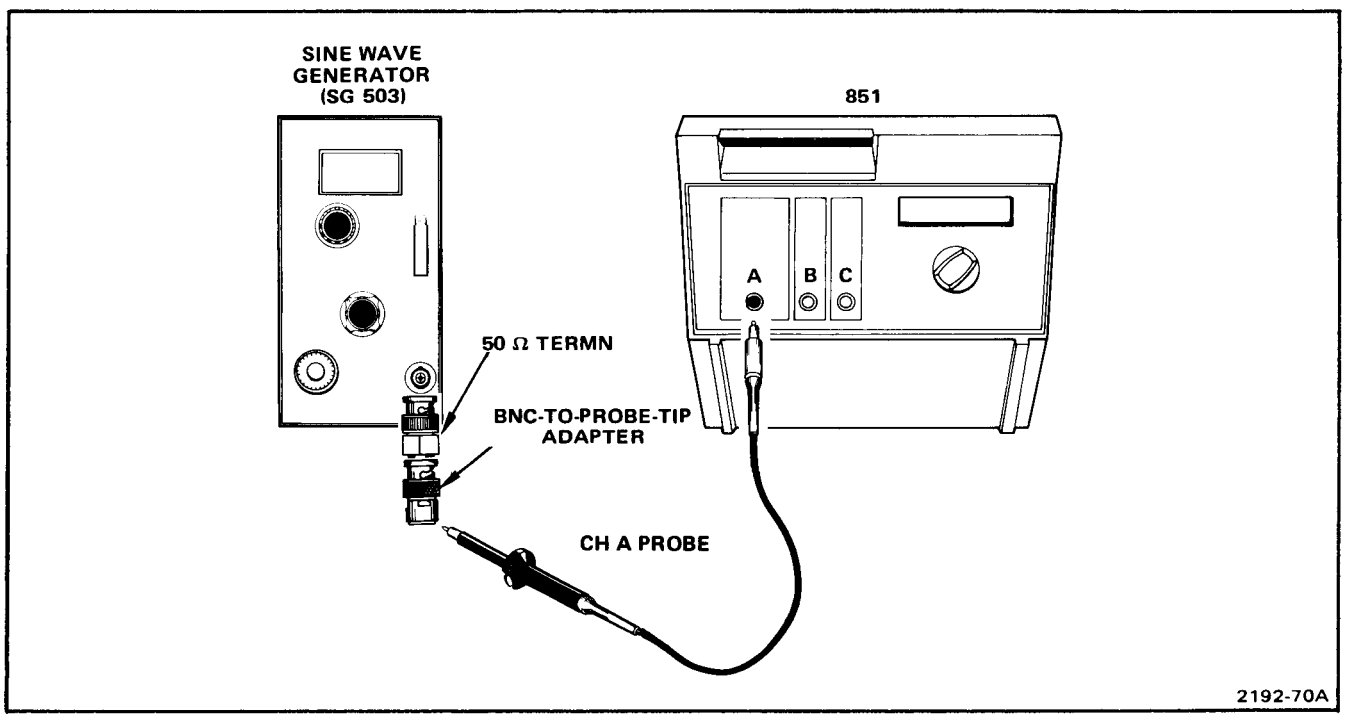

Fig. 3-6. Test equipment setup for high-frequency sinewave PEAK accuracy check.
f. Connect test equipment as shown in Fig. 3-6.